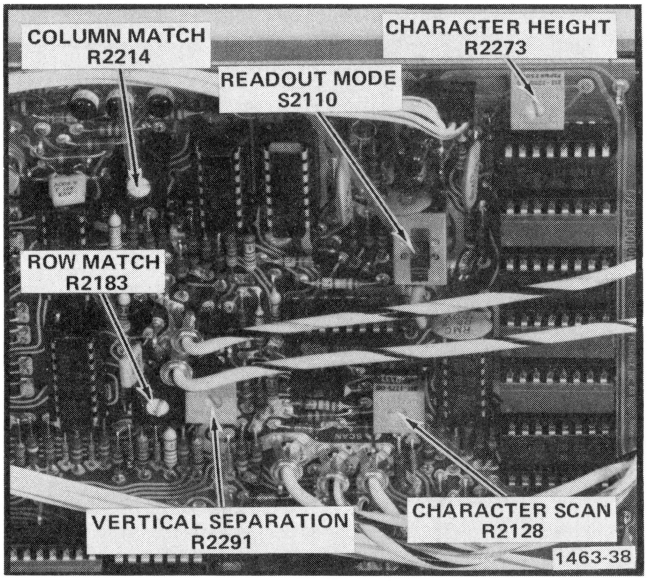

Fig. 2-7. Location of readout adjustments on the Readout board.
f. Adjust—Character Scan, R2128, for fully scanned characters without overscanning. The m and the 5 will show the most change. See Fig. 2-7 for adjustment location.
g. Adjust—Character Height, R2273, as needed. (Typically 0.4 to 0.5 division amplitude characters provide good recognition of all characters). See Fig. 2-7 for adjustment location.
h. Adjust—Vertical Separation, R2291, to position the two rows of readout characters between 0.5 and one division from the top and bottom graticule lines. See Fig. 2-7 for adjustment location.
m. Adjust—Row Match, R2183 and Column Match, R2214, for correct readout display. See Fig. 2-7 for adjustment location.
a. Set switch S2110 to the Gate Trig'd position. See Fig. 2-7 for location.